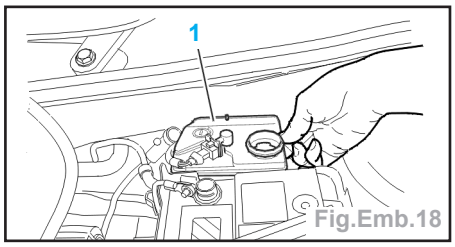

Fig.Emb.18
- Déposer l'ensemble filtre à air/raccords (8),
- Remplir le réservoir de liquide de frein (1) au maximum de sa capacité (Fig. Emb.18),